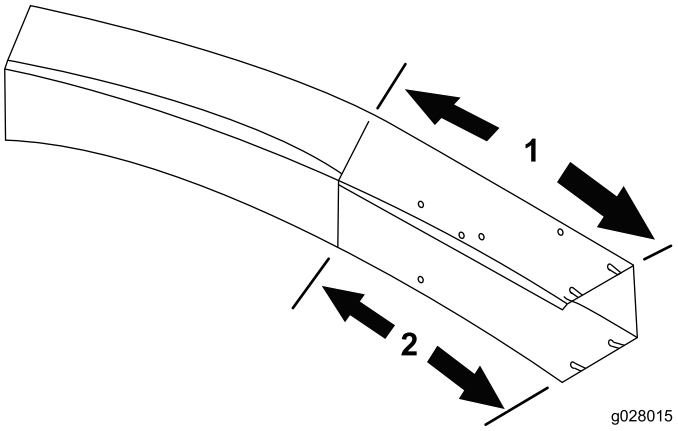

Figuur 18
1. Gebruik de afmetingen in Figuur 18 om de locatie van het uitwerpkanaal te markeren met een rolmaat.